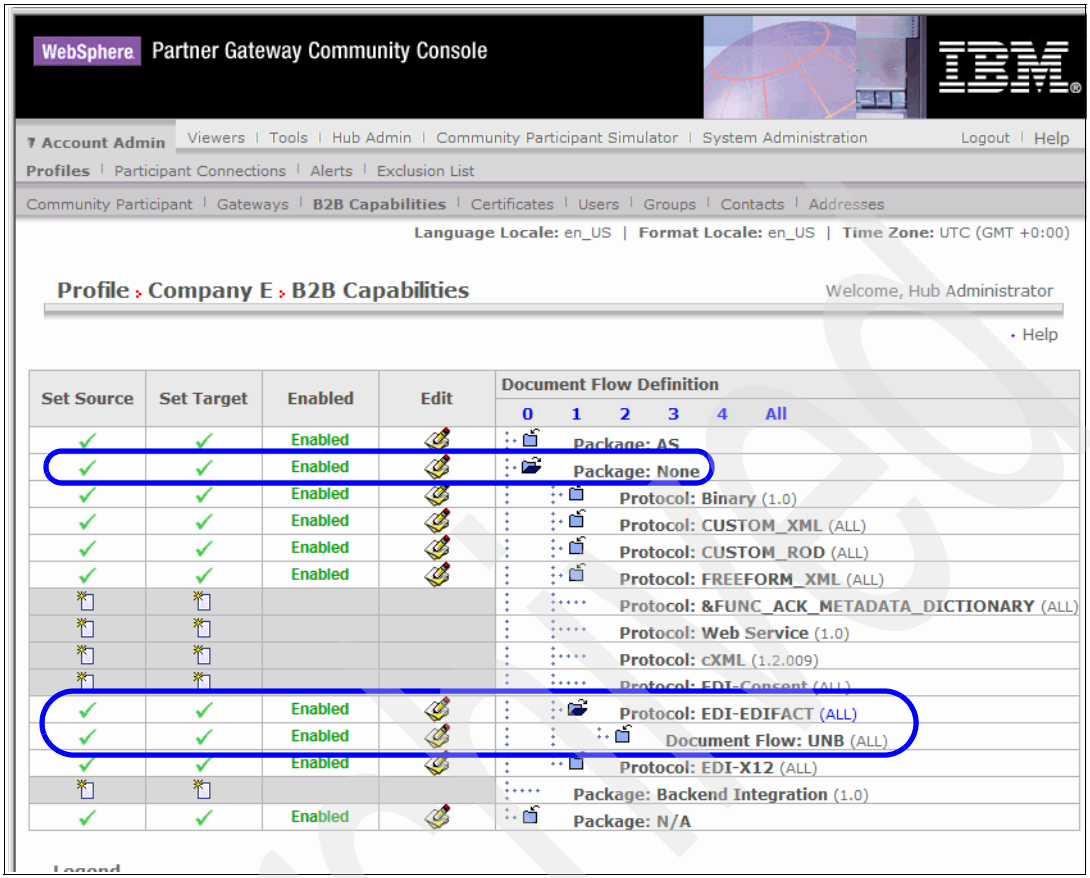

Figure 21-10 None/EDI-EDIFACT/UNB B2B capabilities activation
c. Enable Set Source and Set Target for **Document Flow: UNB** (Figure 21-10 on page 739).